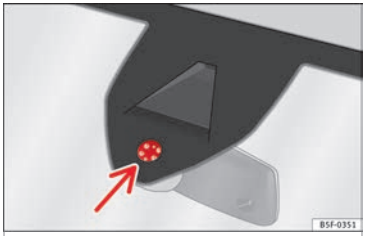

Fig. 139 Rain sensor sensitive surface
Possible causes of faults and mistaken readings *on the sensitive surface* ››› **Fig. 139** of the rain sensor include:
- **Clean the sensitive surface of the rain sensor regularly and check the blades for damage ››› Fig. 139 (arrow).**